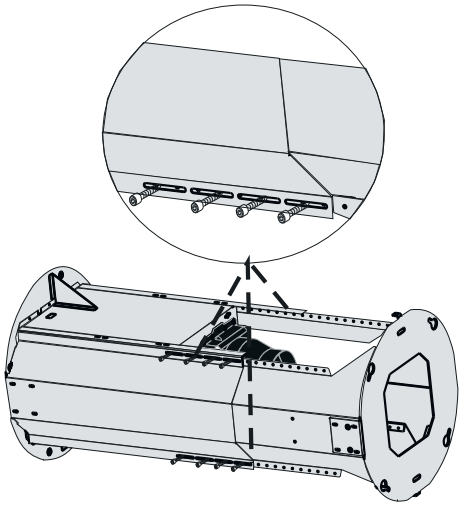

*Fig. 13*
**2.** Para ajustar a distância; remover os parafusos mostrados em (Fig. 13) e puxar o bloco do motor composto por dois blocos para dentro ou para fora para o ajustar para a medição correta. Reinstalar os parafusos que retirou nos orifícios adequados.